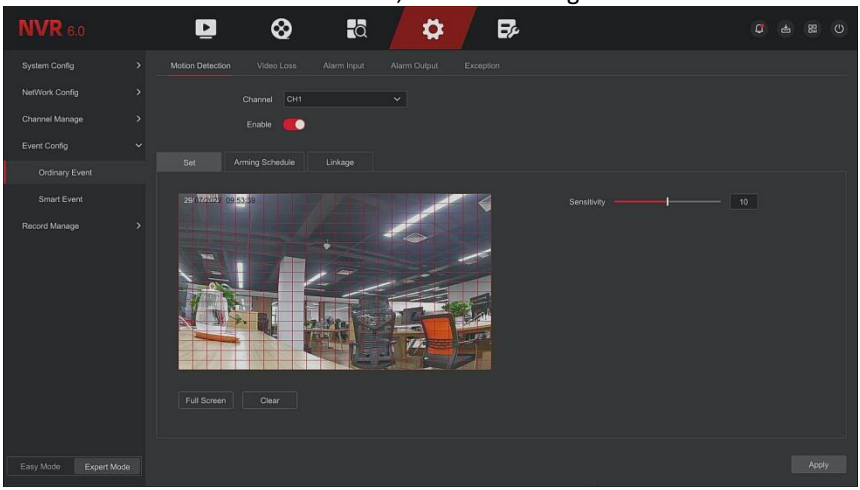

Figure 5-87
- ✓ Use the mouse to draw the area that needs motion detection on the channel video, as shown in Figure 5-87 below.